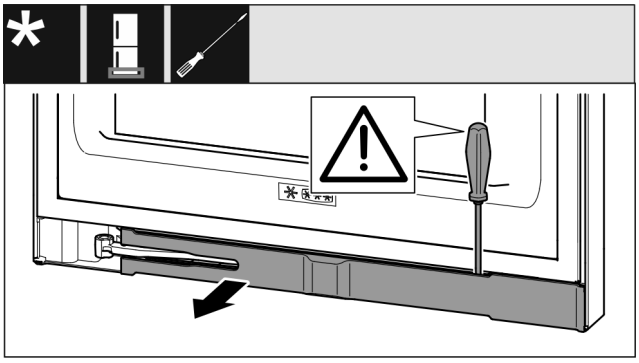

Fig. 12
▶ Plochým šroubovákem vyjměte záslepku a otočte ji ke straně. (viz Fig. 12)